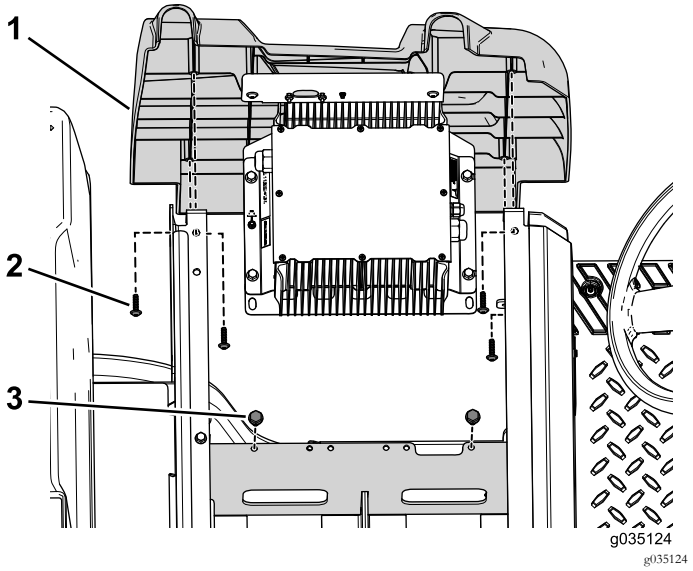

Figur 55
4. Fjern de to bolte, der fastgør opladerens beslag til batteribakken (Figur 55).
5. Fjern de fire selvskærende skruer, der fastgør venstre sideafskærmning på maskinen (Figur 55).